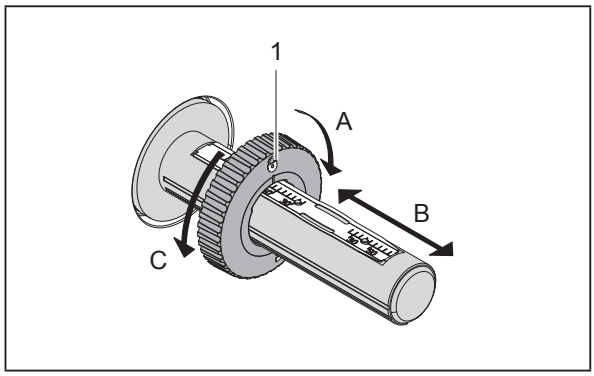

Abbildung 11 Einstellung der Randsteller
- ▶ Randsteller (1) auf dem Abwickler (3) entsprechend der Breite der Transferfolie einstellen („Abbildung 11 Einstellung der Randsteller“):
- Wickler festhalten und Randsteller (1) durch Drehen in Richtung A entriegeln.
- Randsteller (1) in Richtung B schieben und mithilfe der Skala auf die Breite der Transferfolie einstellen.
- Wickler festhalten und Randsteller (1) durch Drehen in Richtung C verriegeln.
- ▶ Transferfolienrolle (5) so bis zum Randsteller (1) auf den Abwickler (3) schieben, dass die Farbbeschichtung der Folie beim Abwickeln nach unten weist.